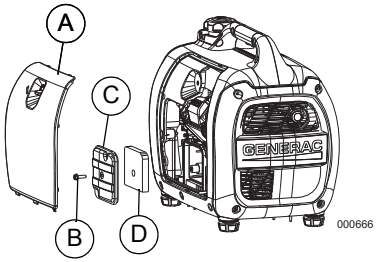

Figura 4-4. Armado del filtro de aire
1. Vea la *Figura 4-4*. Gire la perilla y retire la puerta de servicio (A).
2. Desatornille el perno (B) y retire la cubierta del filtro de aire (C).
3. Lave el filtro (D) en agua jabonosa. Estruje suavemente para secarlo con un paño limpio (NO LO RETUERZA).